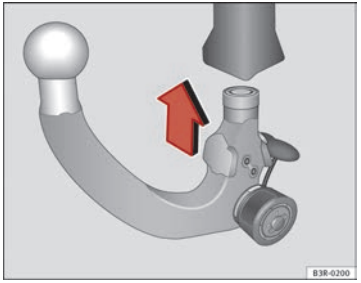

Fig. 170 Removable towing bracket: Inserting the ball joint
– With the spring mechanism in the ready position, insert the ball joint into the mounting fixture and push it upwards ⇒ Fig. 170 in the direction indicated (arrow) ⇒ ⚠. It should lock into position automatically. You should now clearly hear it click into place.